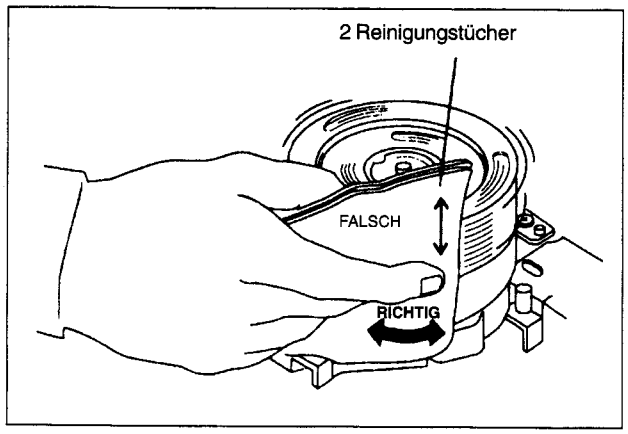

Abb. M1
3. Drehende Köpfe vorsichtig mit 2 nicht fusselnden Reinigungstüchern mit etwas Isopropanol zu 91% abwischen (siehe Abb. M1).